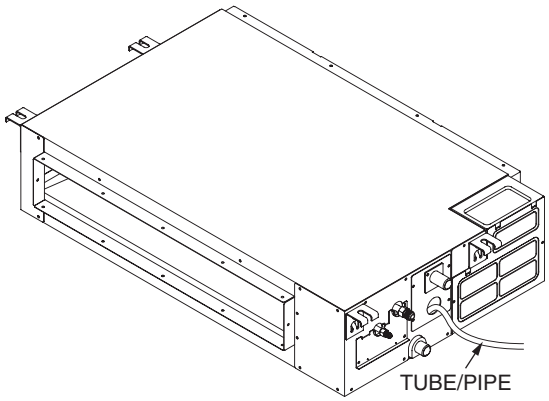

Fig. 13 — Tube/Pipe Insert
2. Using a piece of tubing or pipe, fill the drain pump reservoir with 70 oz. of water. See Fig. 13.